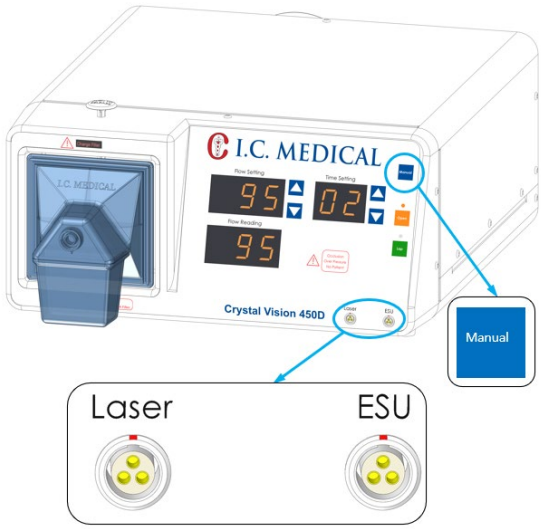

Figura 13: Conectori pentru butonul Manual și senzor.
2. Butonul MANUAL (Figura 13) este utilizat pentru a PORNI unitatea CRYSTAL VISION® atunci când chirurgul nu activează un dispozitiv care produce fum. Butonul MANUAL poate fi utilizat pentru a îndepărta urmele de fum în aceste situații, în procedurile laparoscopice. Poate fi folosit și pentru a curăța fumul și urmele de fum dacă este utilizat mai mult de un dispozitiv și este disponibil un singur senzor. Acest lucru apare frecvent în cazurile utilizării laserului, când un senzor este conectat la pedala pentru laser și nu sunt disponibili alți senzori pentru a fi conectați la o unitate de electrochirurgie (ESU).
3. CONECTORUL LASER (Figura 13) reprezintă intrarea pentru CABLUL SENZORULUI LASER. În realitate, conectorii LASER și ESU sunt identici și total compatibili cu standardul I.C. Medical pentru ansamblurile senzorilor.
4. CONECTORUL ESU (Figura 13) reprezintă intrarea pentru CABLUL SENZORULUI ESU. Acest senzor poate fi utilizat pentru a activa unitatea CRYSTAL VISION®.